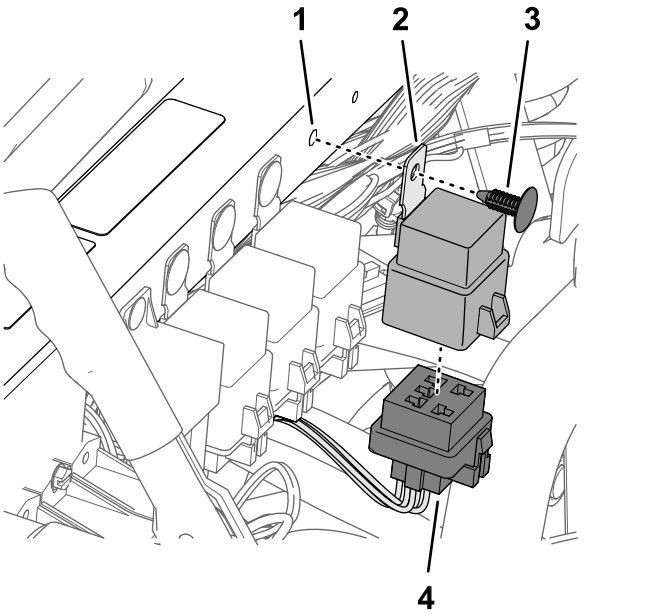

Figur 187
1. Koble kontakten med fem pinner på reléet til kontakten med fem sokler (Figur 187) på settets ledningssats merket ASC 10-AKTIVERINGSRELÉ.
2. Innrett hullet i monteringstappen på reléet med hullet i støtdemperrøret, og feste reléet til røret med et skyvefeste (Figur 187).